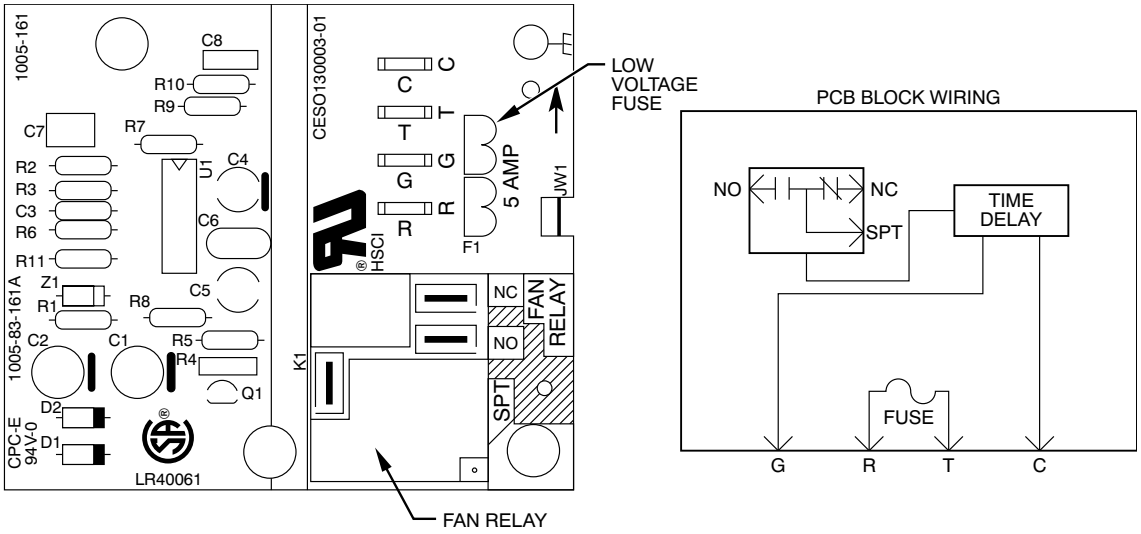

**Fig. 1 – Fan Coil Printed Circuit Board (CES013003-00, 01 / HK61EA002)**
Layout of the actual PCB is depicted in Fig. 1 and Fig. 2.
Use wiring schematics shown in Fig. 1, and Fig. 2 as a guide in troubleshooting PCB unless otherwise noted.
(3.) Check low-voltage fuse shown in Fig. 1 or Fig. 2. If fuse is blown, replace it with an identical 5A fuse. The transformer cannot supply power to board with fuse blown or loose. If fuse blows when unit has power applied to it, the system most likely has one of the following problems:
- (1.) Check wiring of sequencers/relays as shown in Fig. 1 and Fig. 2. Be sure transformer is not shorting out because thermostat wires are miswired.
- (1.) Check wiring of relays as shown in Fig. 1 and Fig. 2. Be sure low-voltage and high-voltage wiring is correct.